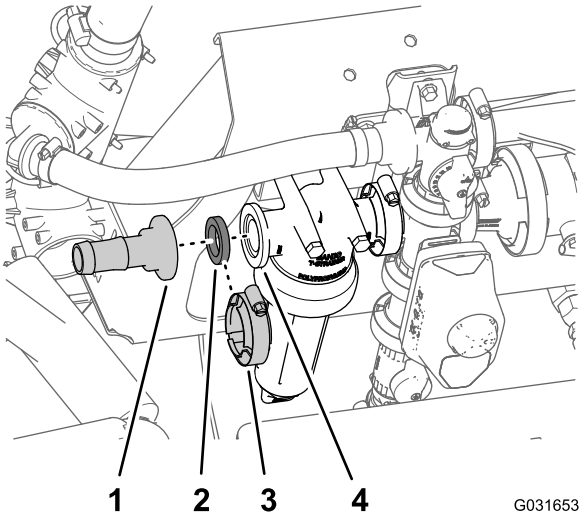

Figur 221
3. Ta bort flänsklämman som håller fast den raka hullingförsedda kopplingen och packningen på filterhuvudets fläns. Ta sedan bort kopplingen (Figur 221).